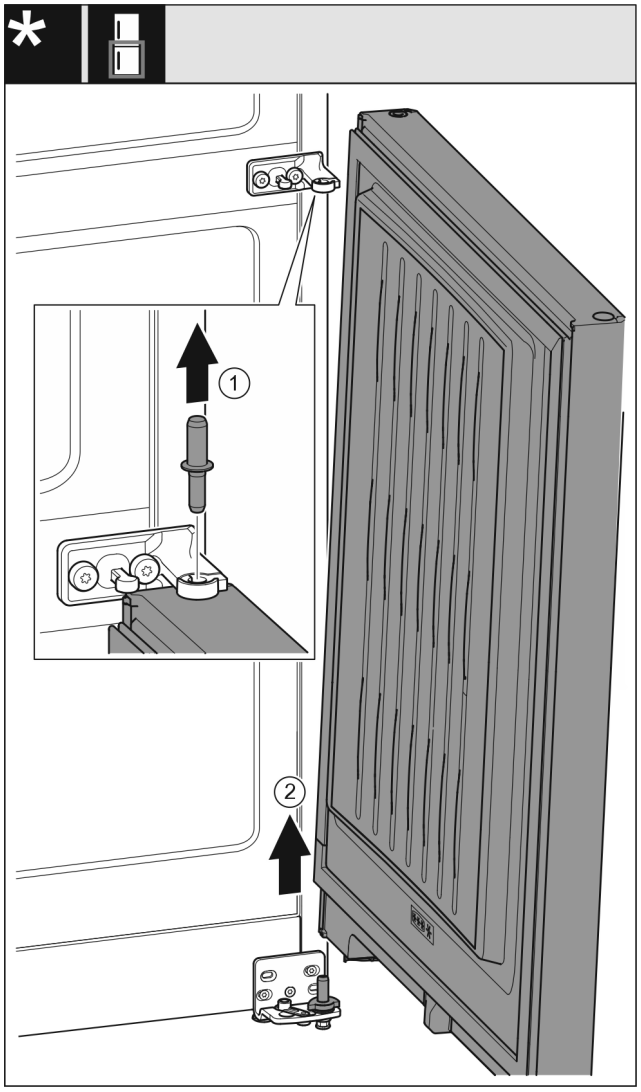

Fig. 31 Bez durvju amortizatora*
▶ Izvelciet ārā tapu *Fig. 31 (1)* uz augšu.*
▶ Atvirziet durvis *Fig. 31 (2)*, pavelciet uz augšu un novietojiet malā.*